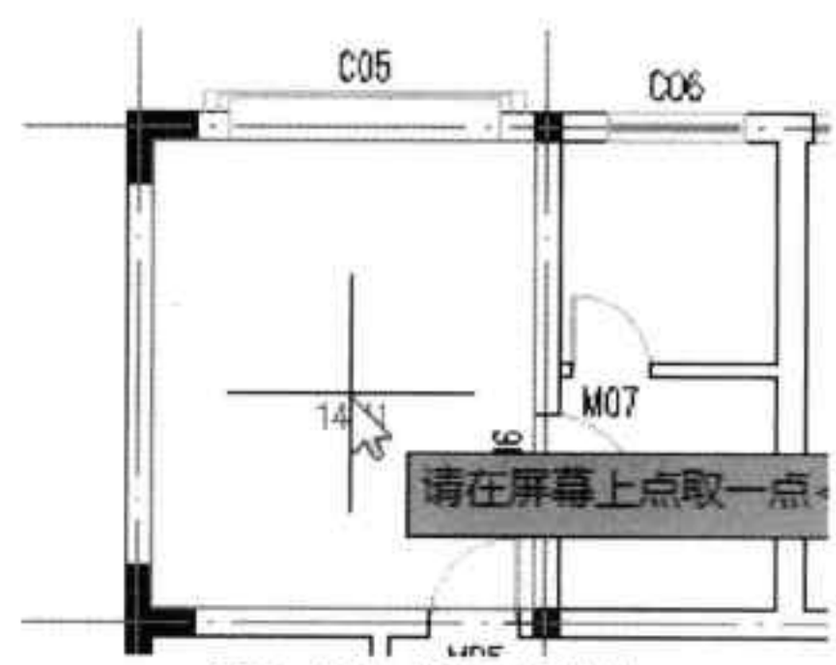

图17-135 指定房间位置
Step 02 按回车键，此时在光标右下角处会显示该房间面积数值，移动光标至该房间任意位置，即可完成该房间面积的查询操作，如图 17-135 所示。